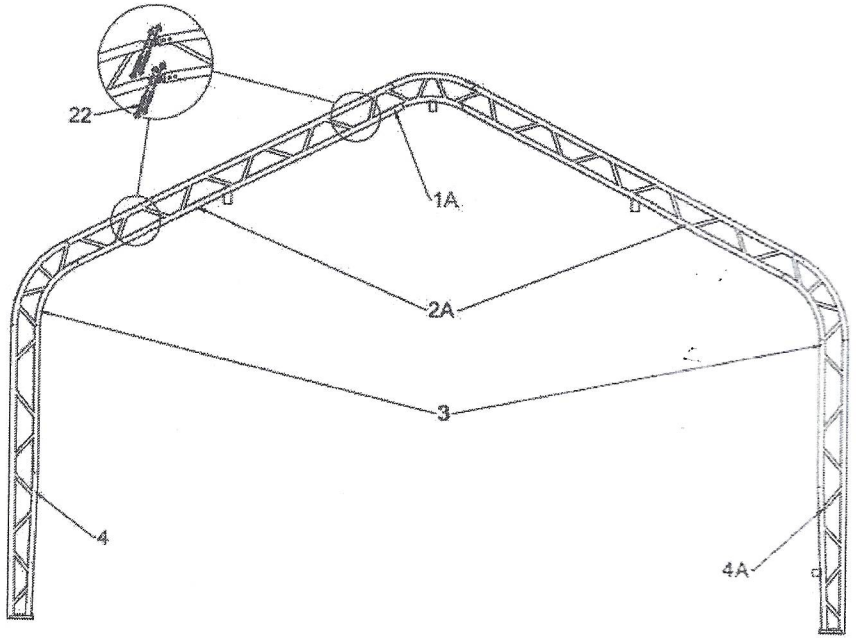

Figure 3
1. Figure 3 shows to connect the roof bent tube for front and back door (No.1A), sidewall bent